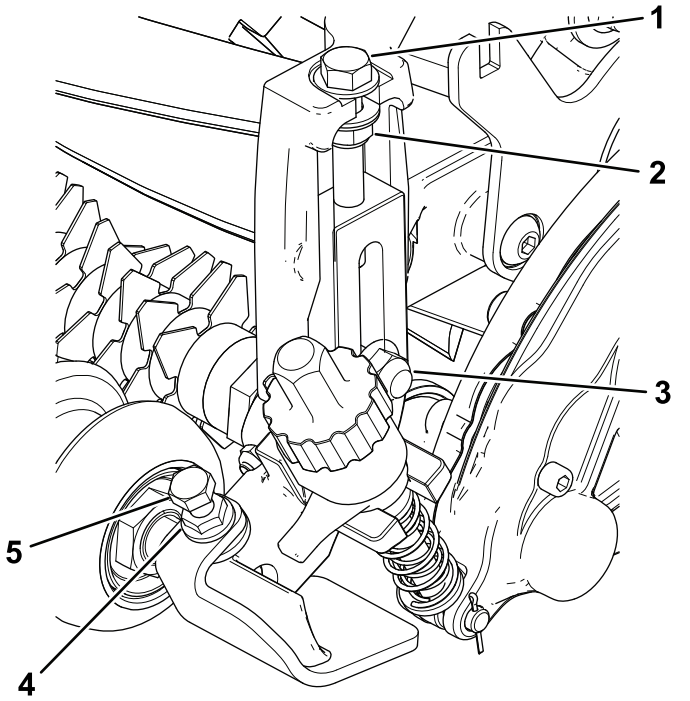

Figura 13
4. Apriete los pernos de cuello cuadrado y las contratuercas que sujetan los soportes de ajuste de la altura de corte a las chapas laterales (Figura 13).
5. Apriete la contratuerca del perno de ajuste de la altura de corte y, a continuación, afloje la tuerca ½ vuelta (Figura 13).
6. Centre el rodillo delantero entre los soportes de altura de corte y sujételo en su sitio con los tornillos de caperuza y las tuercas con arandela prensada (Figura 13).